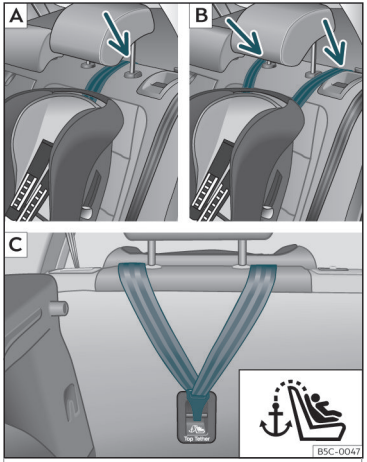
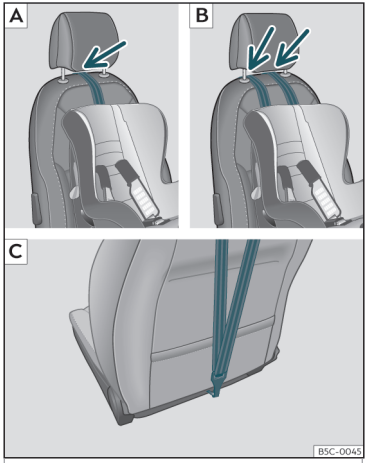

Fig. 29 Rear seats: adjustment and assembly according to the Top Tether belt.
Fig. 30 Front passenger seat: adjustment and assembly according to the Top Tether belt.
- Position the belt under the headrest (depending on the instructions of the seat itself, lift or remove the headrest if necessary) ››› **Fig. 29** A/B,››› **Fig. 30** A/B.
- Slide the strap and secure it properly with the anchorage of the backrest››› **Fig. 29** C, ››› **Fig. 30** C.